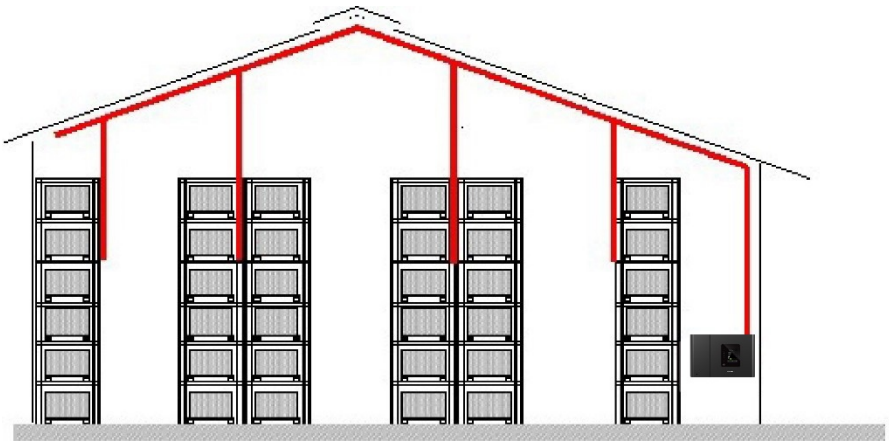

Figure 10: Example of drop-down pipes for In-rack Detection
5. In-rack Detection – sampling pipes run horizontally or vertically through racks at various heights (Figure 9). Drop-down pipes from the ceiling can also be used for in-rack detection Figure 10).
Drop-down pipes can extend from the ceiling for in-rack detection. The drop-down pipes can be fitted to the sheltered side of the racking, which can be fixed to the rack frame as shown (Figure 10) ensuring they will not be damaged by forklift operation. In-rack drop-down pipes would comprise sampling holes at different heights.